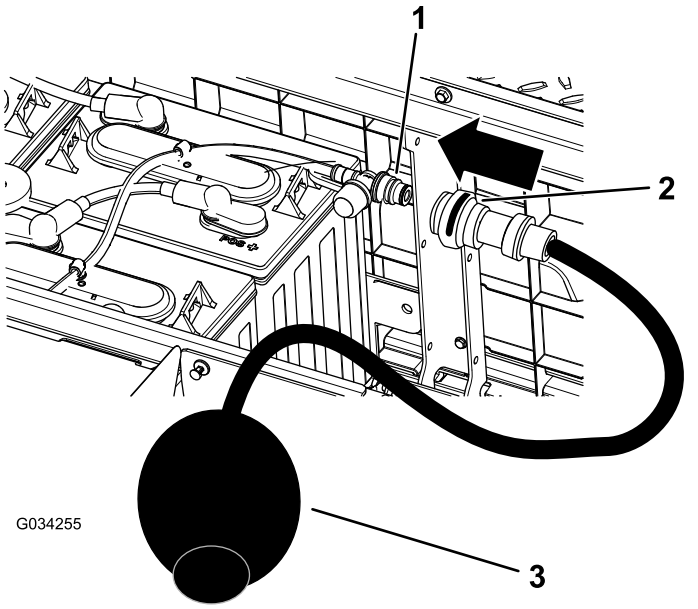

Figuur 39
4. Sluit uw Toro waterhandpomp aan op de watervulopening (Figuur 39).